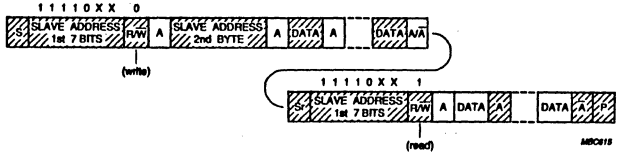

Fig.29 Combined format. A master addresses a slave with a 10-bit address, then transmits data to this slave and reads data from this slave
- **Combined format. A master transmits data to a slave and then reads data from the same slave (Fig.29).** The same master occupies the bus all the time. The transfer direction is changed after the second R/$\overline{W}$ bit